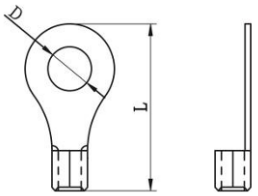

Abb. 6-12 Zu verwendender Ringkabelschuh für die Akkubankanschlüsse.
- Konfektionieren Sie die Akkubankleitungsenden mit den Ringkabelschuhen gemäß Abbildung (Abb. 6-12). Dabei beträgt der Durchmesser D = 6,4 mm.